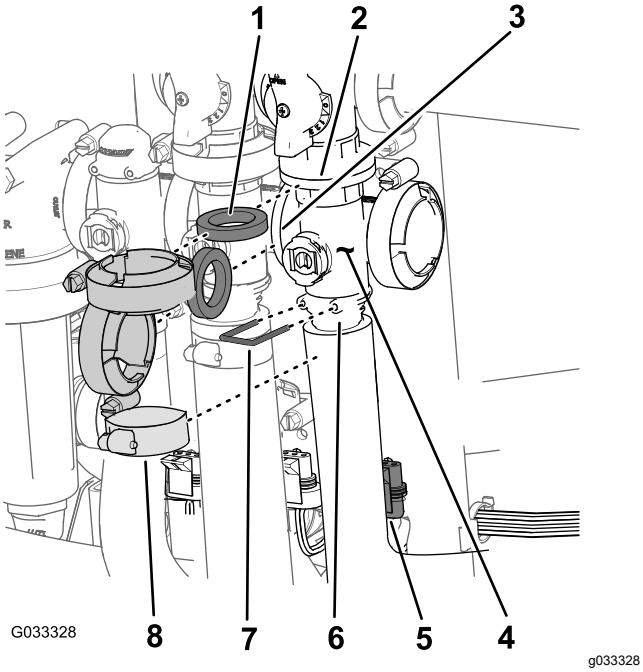

Figur 72
1. Afmonter de klemmer og pakninger, der fastgør hovedsektionsventilens manifold (Figur 72) til hovedsektionens omløbsventil, omrøringsventilen og hovedsektionsmanifoldventilen (for enden af gennemstrømningsmålerens slange).
2. Afmonter den holder, der fastgør udgangsstudsen til hovedsektionsventilens manifold (Figur 72).